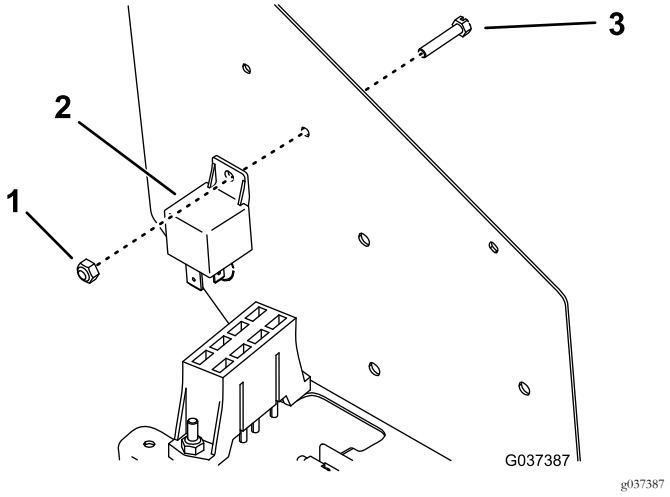

Bild 10
6. Befestigen Sie das Stromrelais mit einer Schraube und Mutter innen am Armaturenbrett (Bild 10).